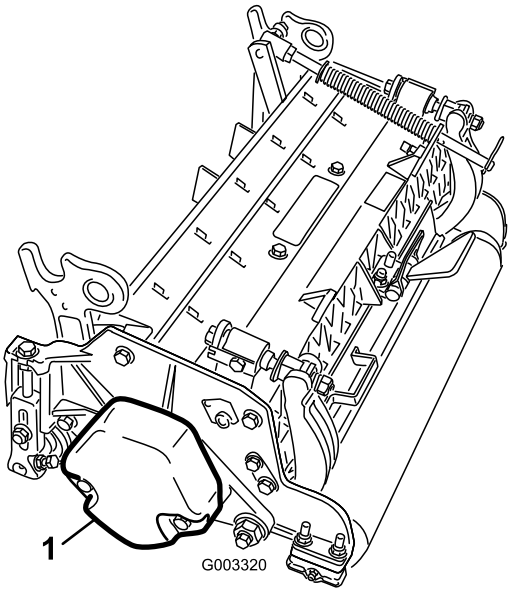

Figur 3
4. Kontroller at motvekten (Figur 3) er installert i den korrekte enden av klippeenheten som beskrevet i klippeenhetens *brukerhåndbok*.